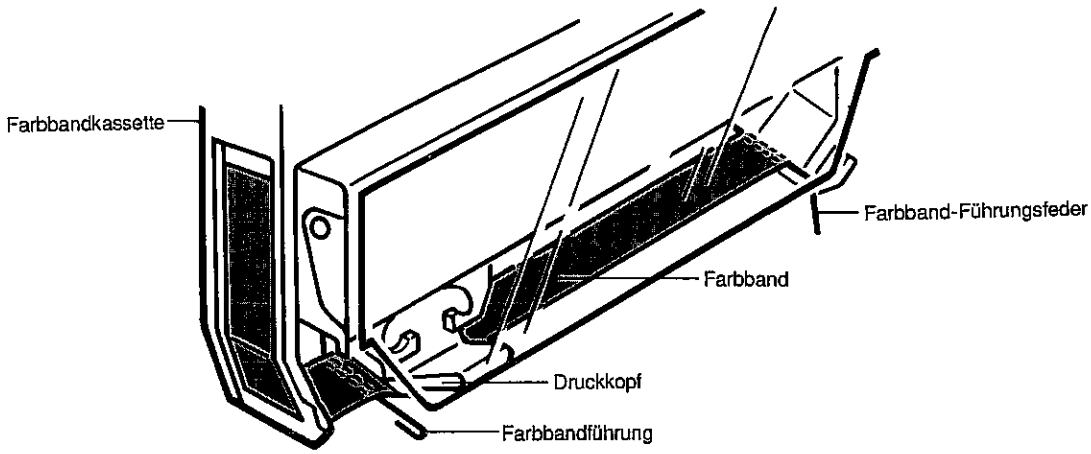

**Abb. 1**
- Das Farbband über die Farbband-Führungsfeder legen, danach unter den Druckkopf und schließlich über die Farbbandführung führen (siehe Abb. 1).